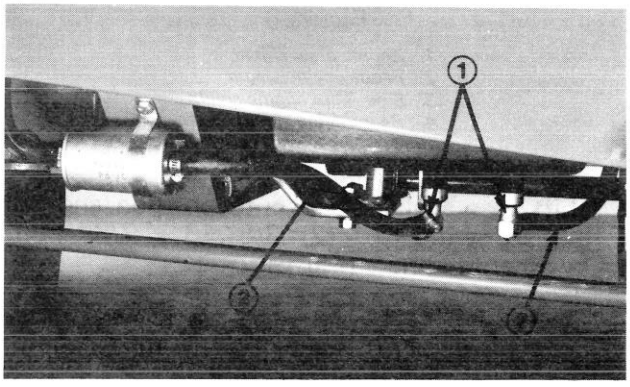

Figure 12
G. Loosen clamps holding both fuel lines on fuel tank fittings. Pull lines off fittings and allow gasoline to flow into large gas can (Fig. 12).